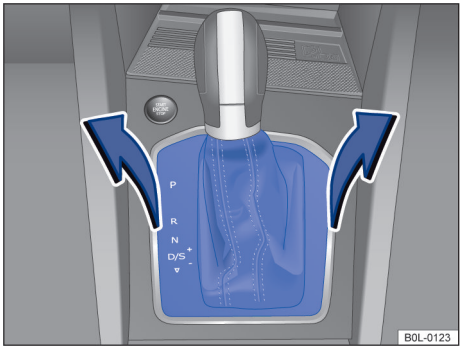

图 87 拆卸换挡槽的盖板
– 将变速杆防尘罩周围的换挡槽板盖板及其上连接的导线小心上拉 →图 87。
– 用螺丝刀工具头插入解锁装置槽口，沿箭头方向略微下压解锁装置 →图 87；